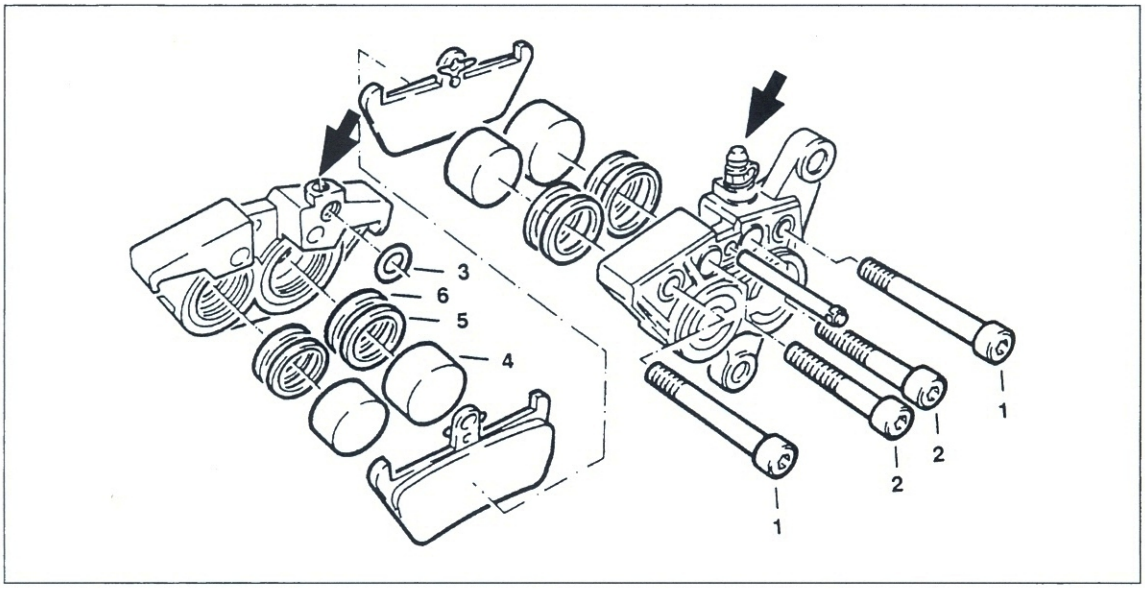
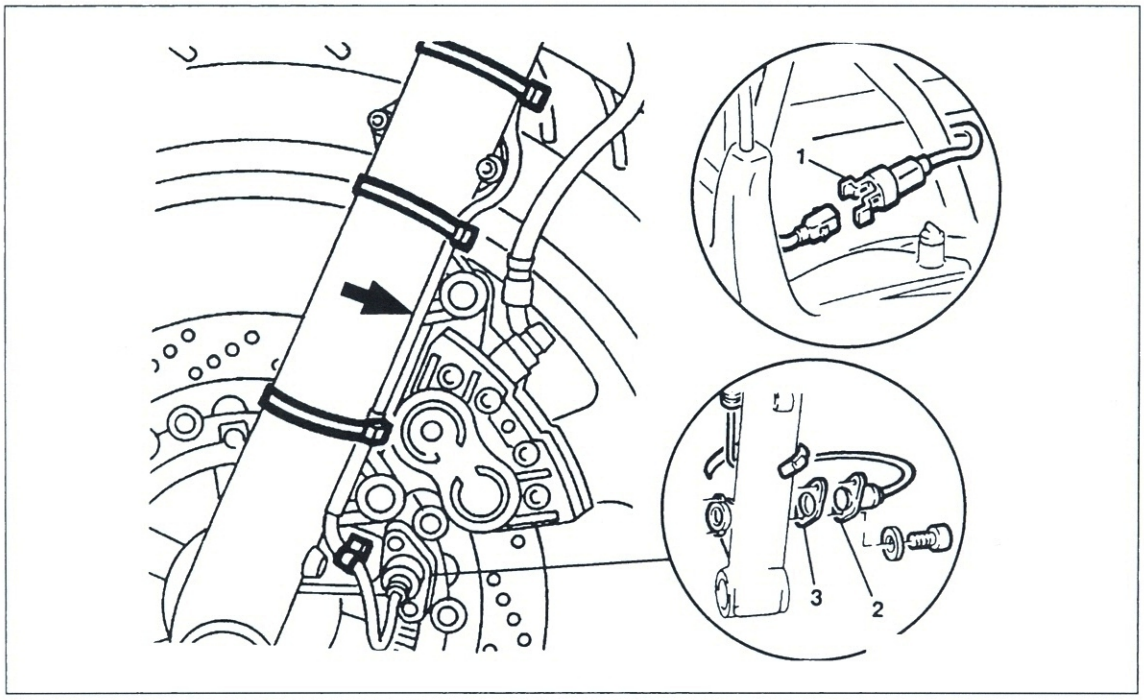
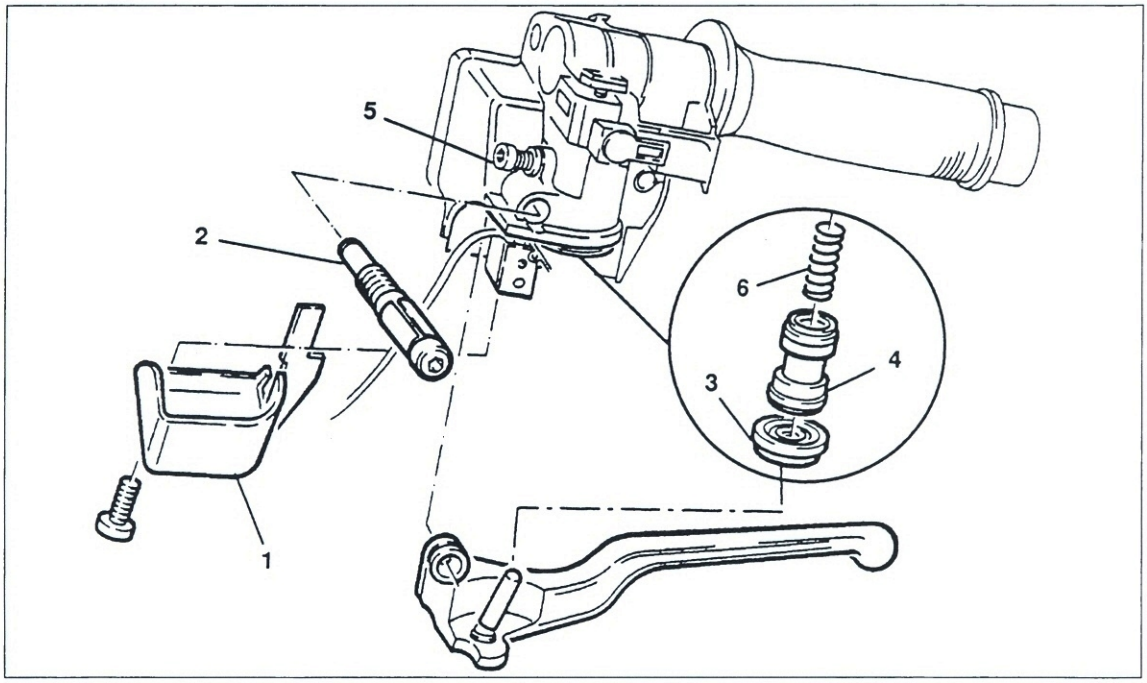

Bild 216
Bild 217
Bild 218
- Vier Schrauben ① und ② Bild 216 ausdrehen und Bremssattelhälften trennen.
- ⚠ Schrauben ① sind microverkapselt. Gewindebohrungen mit Gewindebohrer nachschneiden und ausblasen. Schrauben mit Stahldrahtbürste reinigen.
- O-Ring ③ aus Verbindungsbohrung nehmen.
- Falls vorhanden, ABS-Sensor ② Bild 217 nach Ausdrehen der Befestigungsschrauben abnehmen. Stecker ① ausklinken und Kabel freilegen.
- Bei Montage mit Einstellplättchen ③ Sensorabstand zum Impulsrad einstellen.
- Handpumpe zerlegen (Bild 218): Abdeckung ① abnehmen. Lagerbolzen ② für Handbremshe-